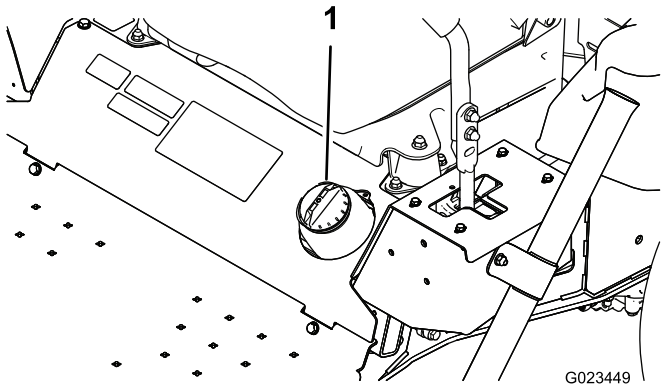

Figur 17
1. Rengör området runt tanklocket (Figur 17).